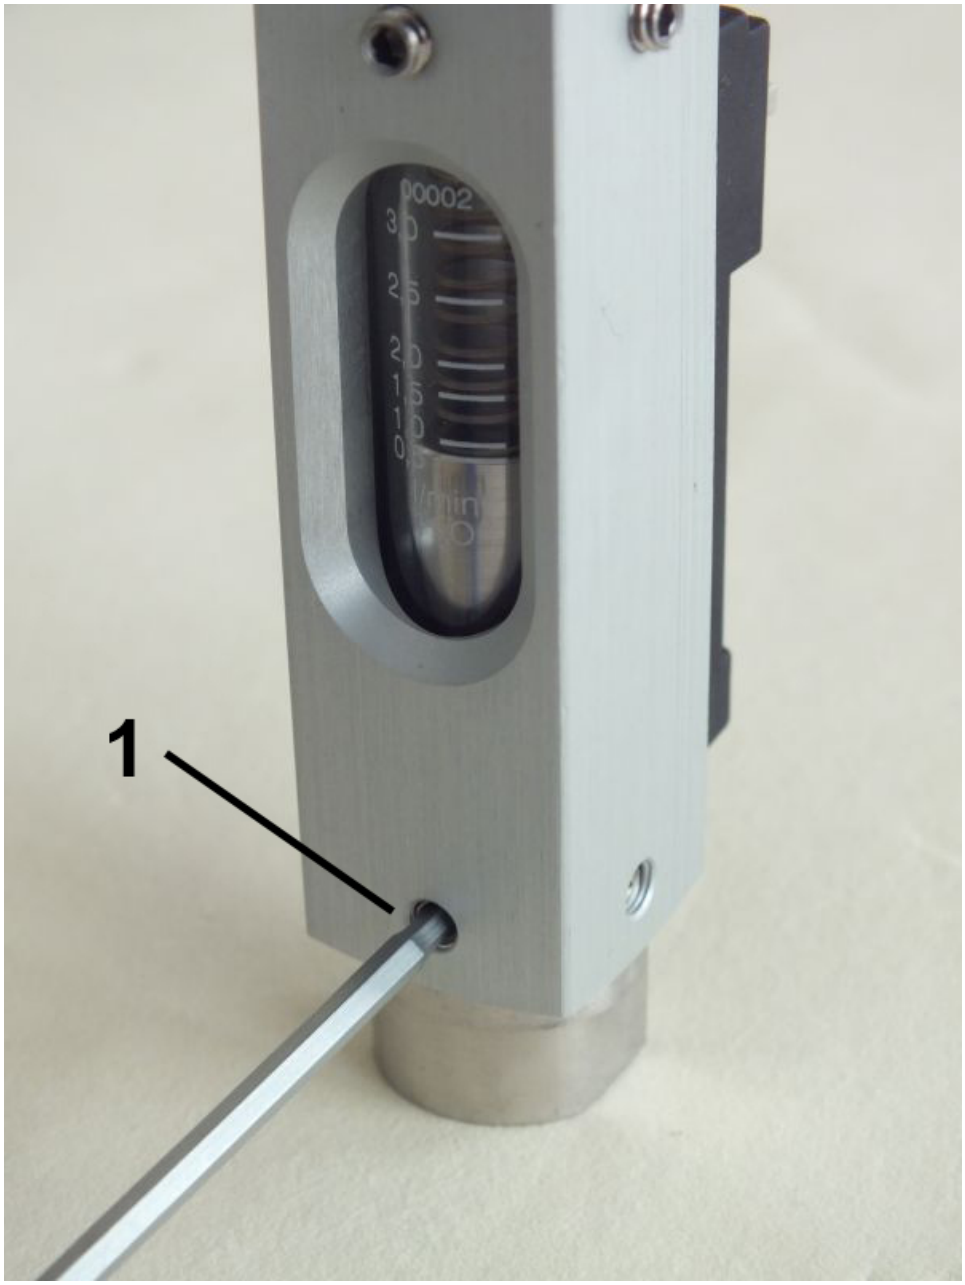

Fig. 37: Loosen screws
3. Secure the device with one hand to ensure the sight glass does not slip out. With the other hand, loosen the lower 4 hex head screws (*Fig. 37*/1)